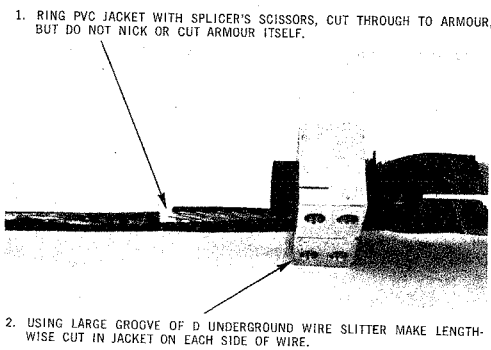

Fig. 5
4.10 In preparation for splicing the conductors of the ND Underground Wire remove 5 inches of the outer PVC jacket as shown in Fig. 5.